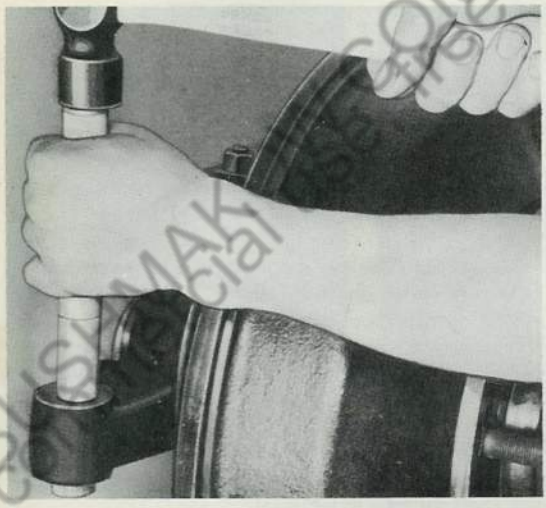

Fig. 8 Typical Method of Removing or Installing Tie-Rod Bushing
4. Examine bushings in steering knuckle arm and replace if worn (see Fig. 8). Use driver J-1665 to remove old, and to install new bushings, then ream bushing with reamer KMO-347.